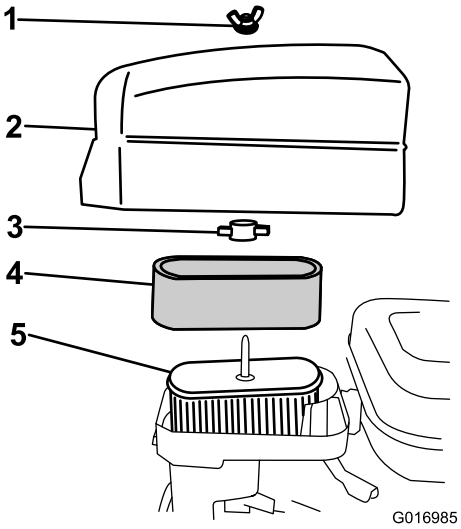

Figur 26
4. Hvis skumelementet er snavset, skal det fjernes fra papirelementet (Figur 26) og rengøres grundigt som følger: